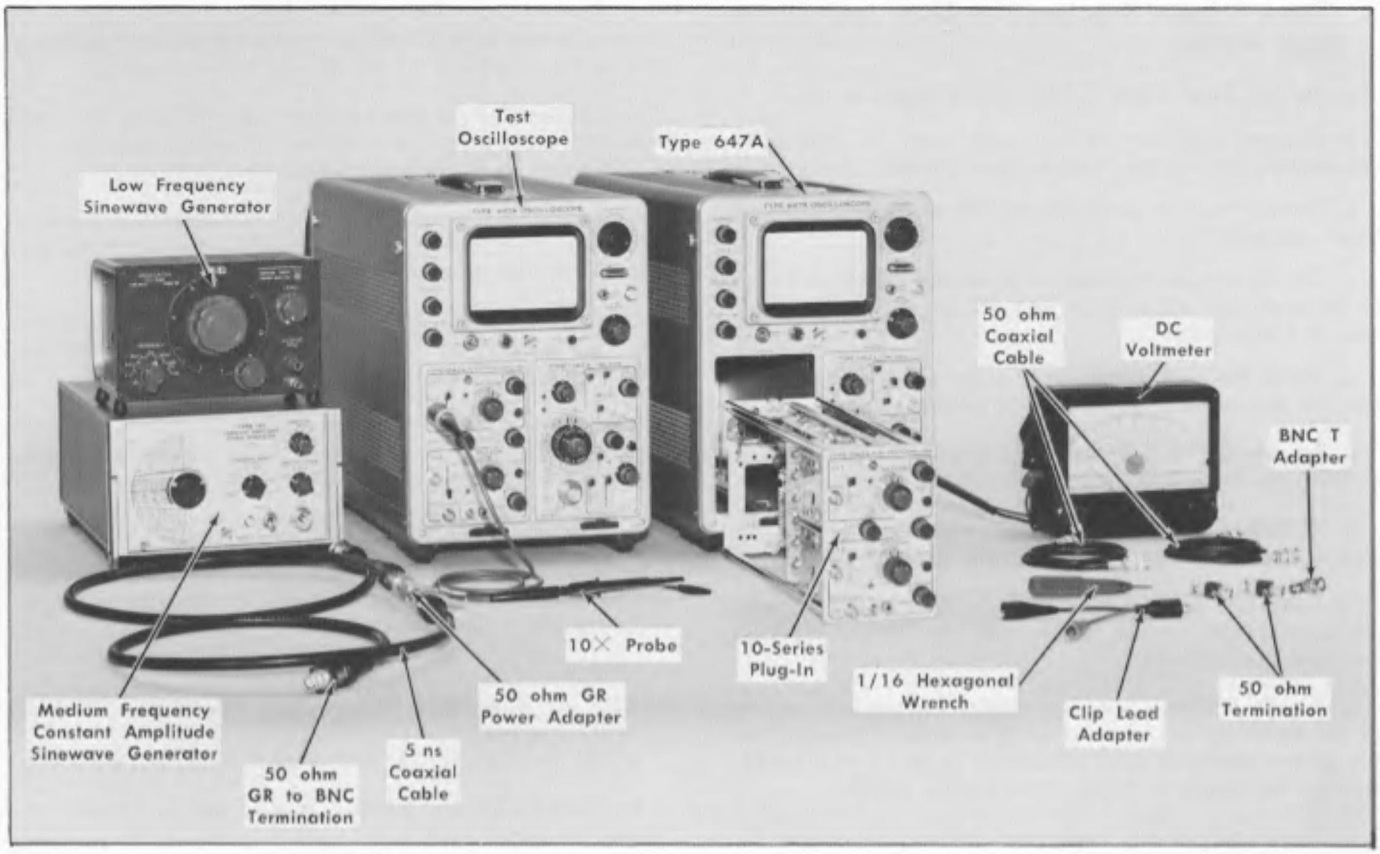

Fig. 6-2. Initial test equipment setup for steps 1 through 17.
a. Test equipment setup is shown in Fig. 6-2.